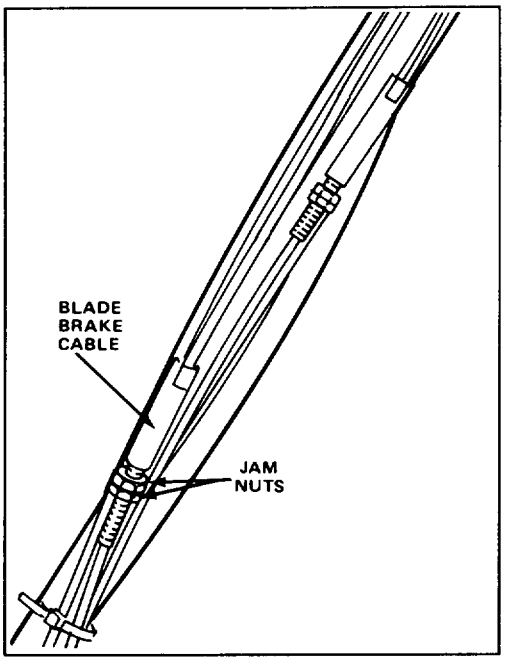

Figure 27
5. To adjust, loosen bottom jam nut on blade brake cable (Fig. 27) and adjust top jam nut until spring dimension is as near as possible to but not less than 1". (See note below.)